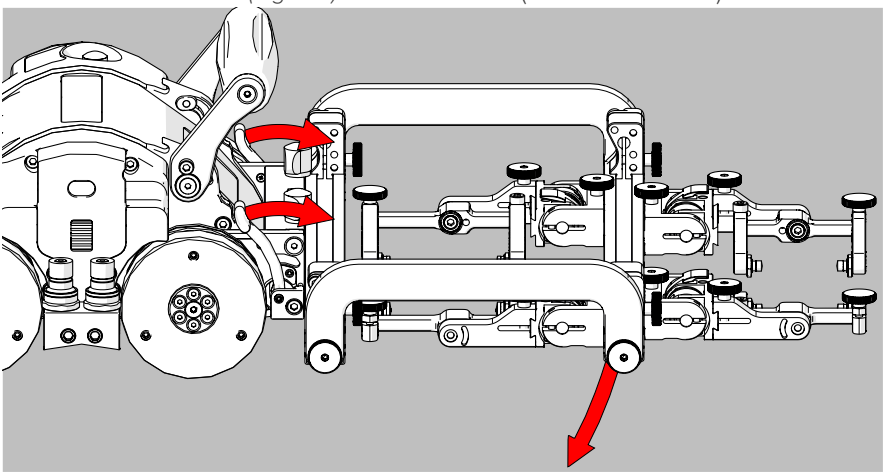
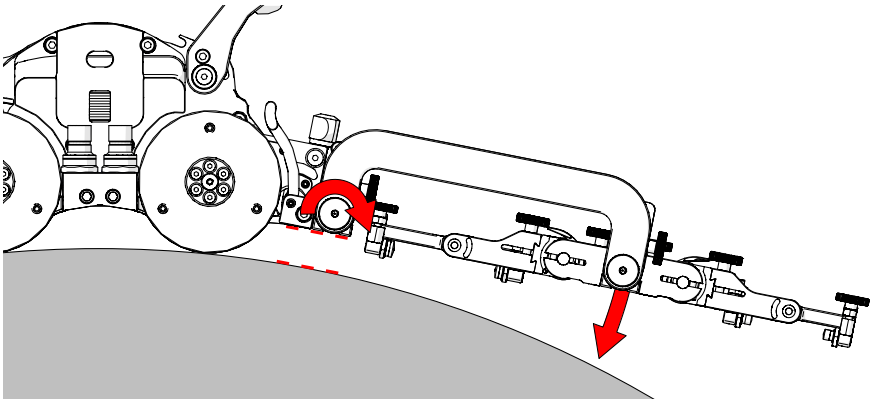

Fig. 164 - Align swivel mount with scan surface
Fig. 165 - Set rear rotational adjustment knob
4. Release the two swivel mount levers *(Fig. 164)* to position the swivel mount parallel to the scan surface *(Fig. 165)*. When alignment with scan surface is achieved, lock the crawler swivel mount levers.
5. Loosen the rear rotational adjustment knob to lower the front frame bar of the low profile frame towards the inspection surface *(Fig. 165)*.